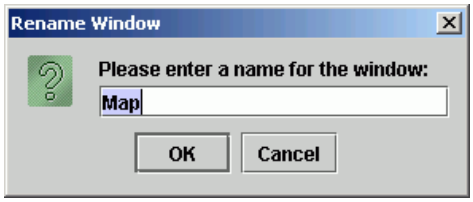

Figure 3 - 23: Rename Window Dialog Box
- **View > Rename Window** - Displays the Rename Window dialog box and allows you to change the title bar name. Type in the desired name then click **OK** to change the title bar heading. Click **Cancel** to close the Rename Window dialog box without making any changes (see Figure 3 - 23).